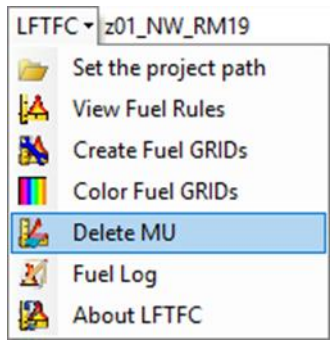

Figure 7-35. *Select* ***FUEL MU Delete*** *from the LFTFC drop-down menu.*
- Click **FUEL MU Delete** on the LFTFC drop-down menu to delete selected Management Units (Figure 7-35).